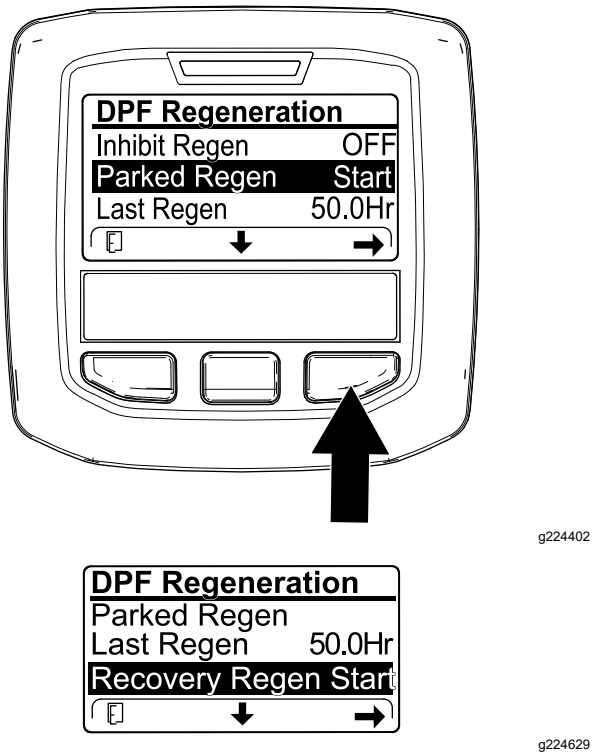

**Figuur 58**
1. Ga naar het menu DPF Regeneration, druk op de middelste knop om naar de optie PARKED REGEN START of RECOVERY REGEN START te gaan (Figuur 58) en druk op de rechterknop om de regeneratie te beginnen (Figuur 58).